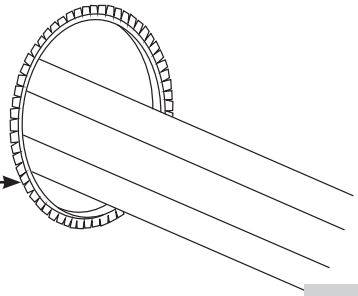

fig. 15
b. In some cases, a hole may have to be drilled to allow access for the harness. Drill a 1" diameter hole and install the provided grommet (fig. 15). It will be necessary to seal any grommets or holes that have been cut, drilled or removed so as not to allow elements to enter the cab area of the vehicle.